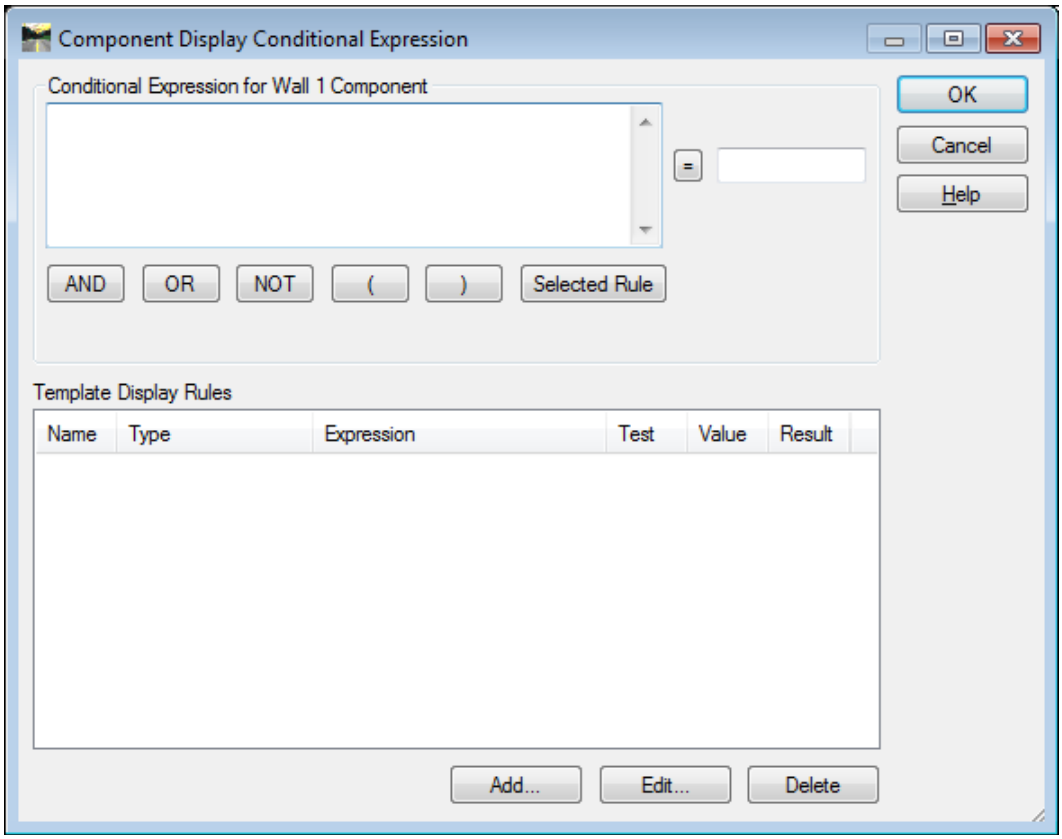

Figure L7-55 Component Display Conditional Expression Dialog
74.	**Open the Component Display Conditional Expression Dialog.** • Click the **Edit…** button in the **Component Properties** dialog. The **Component Display Conditional Expression** dialog then opens as shown in *Figure L7-55*.